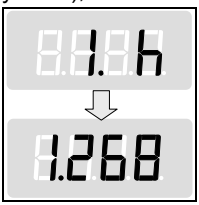

Рисунок 5
2.1.5 В «рабочем режиме» (основной режим) осуществляется просмотр измеренных параметров. Сигнализатор периодически опрашивает одно из подключенных устройств к линии СЕНС и показывает значение измеренного им параметра. Сначала отображаются адрес преобразователя и обозначение параметра, затем – величина измеренного параметра (рисунок 5), после чего индикатор плавно гаснет.